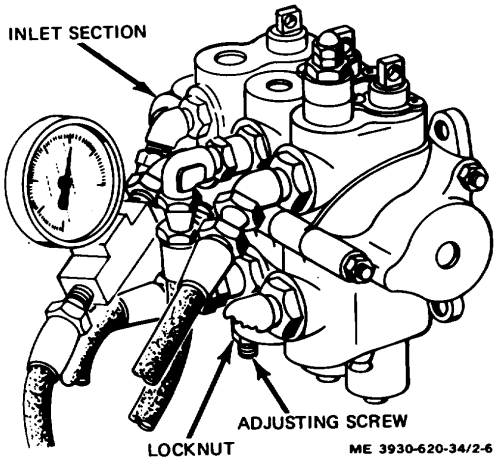

Figure 2-6. Inlet section relief valve adjustment.
(2) Adjust inlet section relief valve as follows. (fig. 2-6.)